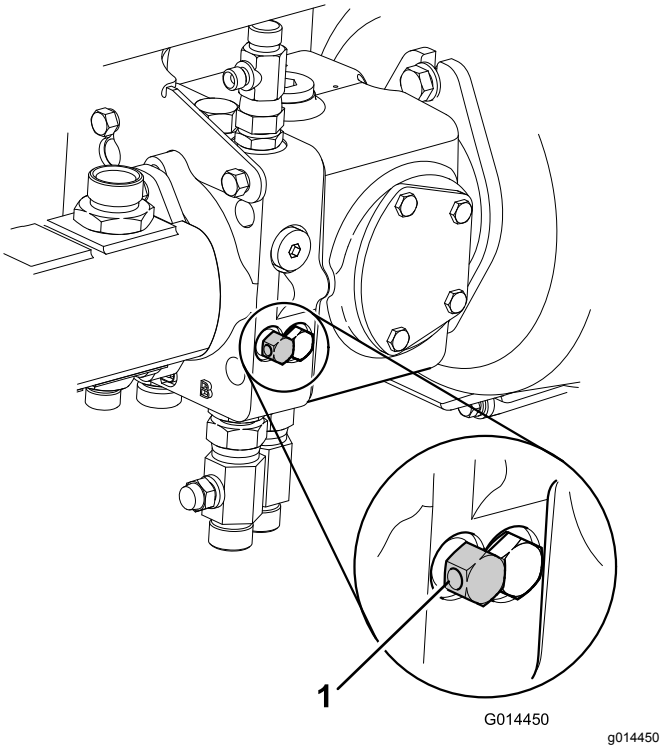

Rysunek 37
7. Odłącz hydrauliczny hamulec roboczy, przekręcając zawór obejściowy znajdujący się pod pompą przeniesienia napędu o maksymalnie trzy obroty w lewo (Rysunek 37).